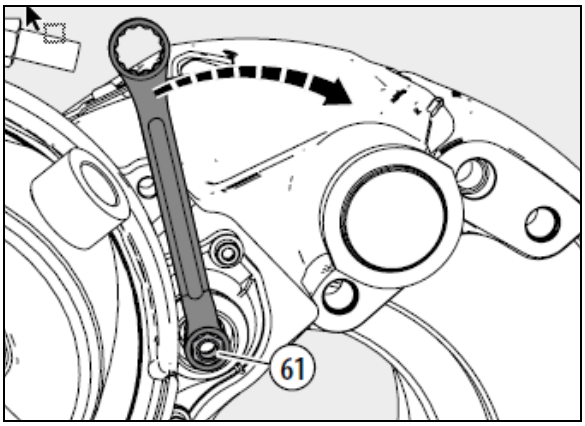

FIGURE 36: APPLY THE BRAKE 5-10 TIMES, SPANNER TURNS CLOCKWISE
16. If necessary, clean the contact area of the cap. Lightly grease the contact surface of the cap with white grease. The tag of the adjuster cap (37) should be positioned as shown by the arrow in the adjacent figure. This ensures access is maintained for subsequent removal (see Figure 36).